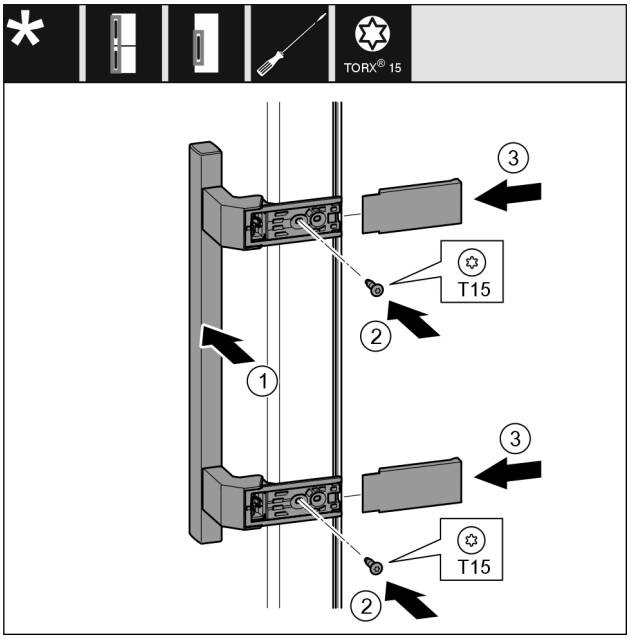

Fig. 11
- ▶ Sätt handtag på plats på motsatta sidan. *Fig. 11 (1)*
- ▶ Skruva fast skruvar med skruvmejsel T15. *Fig. 11 (2)*
- ▶ Sätt skydden på plats på sidan och skjut på dem. *Fig. 11 (3)*